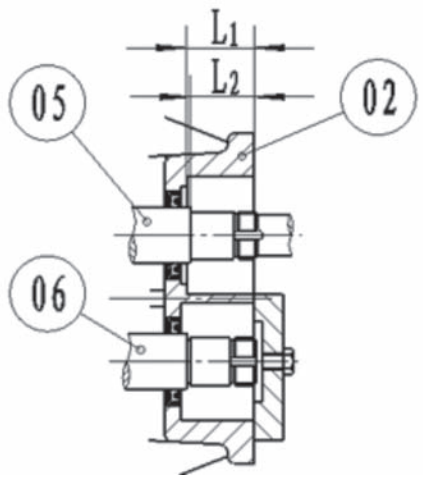

FIGURE 8
According to Figure 8, install two conical installation bushings for oil seal on the no-driving side of the driving and driven shaft (05 & 06). Install gasket (22). Tighten rear bearing housing unit (03) to pump casing (01) with stud screw (117), flat washer (119), nut (118) and remove conical installation bushings for oil seal.